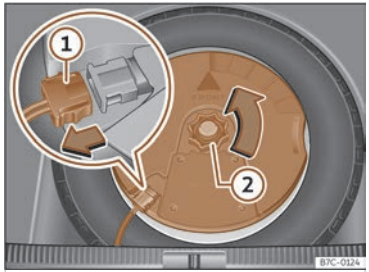

Fig. 245 In the luggage compartment: remove the subwoofer.
- Disconnect the subwoofer's speaker cable ››› Fig. 245 ①.
- Turn the securing wheel anti-clockwise ››› Fig. 245 ②.